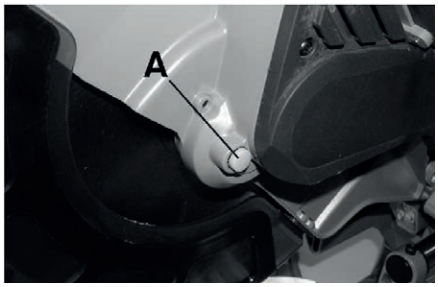

Fig. 14 Verrouiller la lame de scie
4. Pressez le bouton de verrouillage (A) (Fig. 14) et tournez la lame de scie à la main, jusqu'à ce qu'elle s'enclenche.